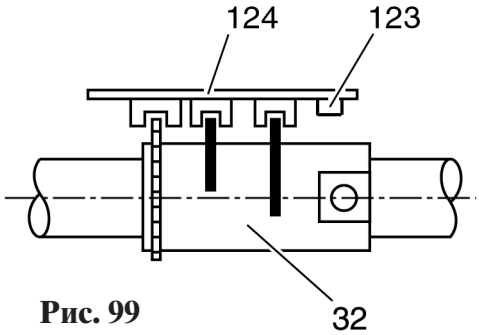

Рис. 99
- При этом обратите внимание на то, чтобы кулачки регулирующей втулки 32 находились в середине направляющих печатной платы (рис. 99).